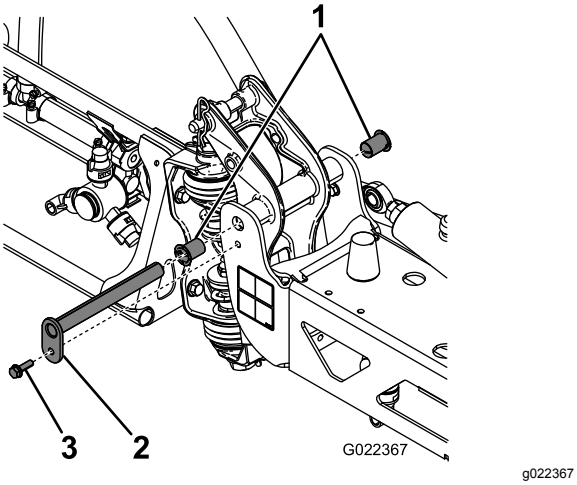

Figur 57
3. Når bommens vægt er understøttet, kan du fjerne den bolt og møtrik, der fastholder drejetappen på bommen (Figur 57).
6. Fjern og efterse nylonbøsningerne fra akselbeslagets for- og bagside (Figur 57).
8. Monter bommen og aksebeslaget på midterstellet, og tilpas åbningerne (Figur 57).